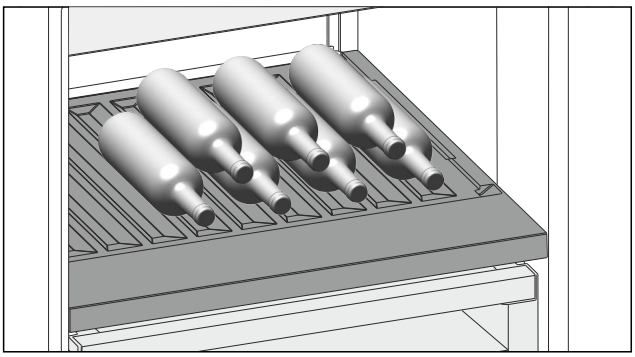

Fig. 203 Example illustration
▶ Place bottles in the back row with their bases against the back wall. (see Fig. 203)